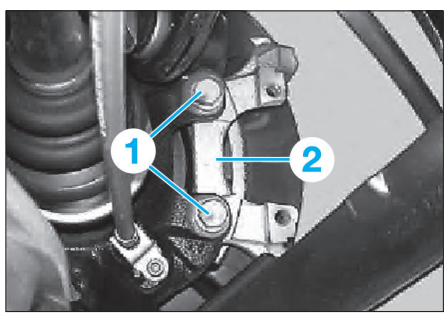

Fig. 19
• Déposer les vis (1) puis le support d'étrier (2) **(Fig.19)**.